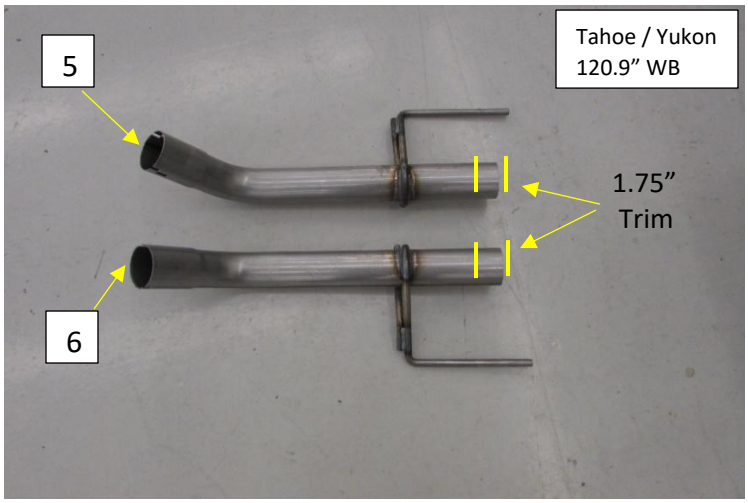

Figure.4
- Right and Left Tail Pipes **(5)(6)**- Trim 1.75" from end of 2.5" pipe. **Fig.4**